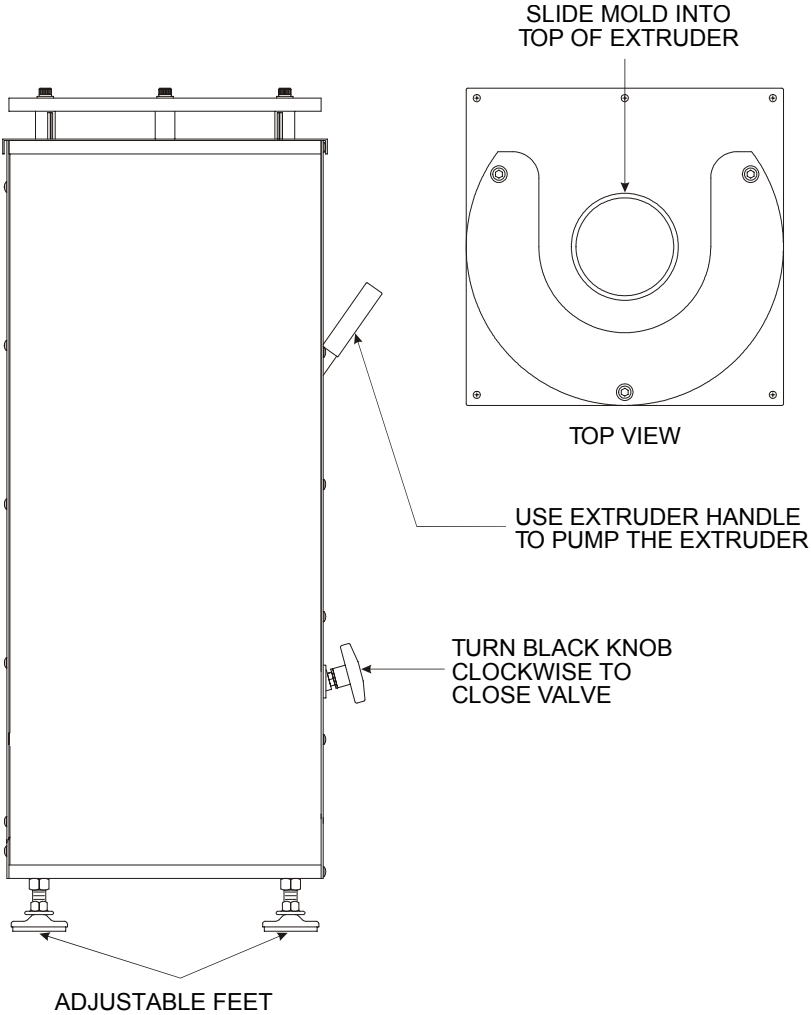

Figure 4-2. Mold in the Extruder
- ✓ Slide the bottom of the mold into the top of the extruder (see Figure 4-2).